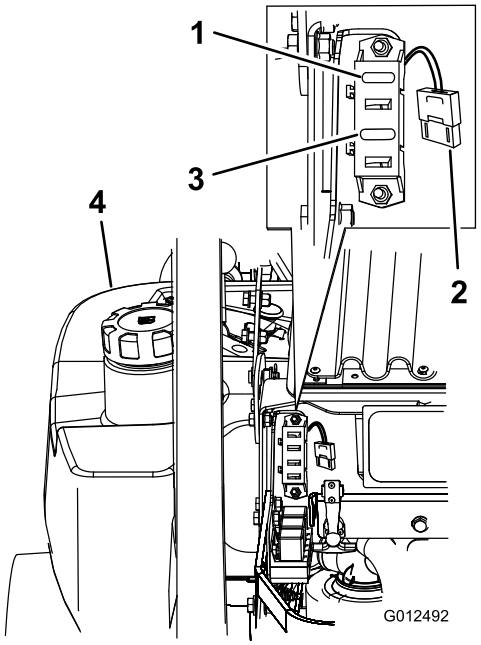

Rysunek 56
1. Aby uzyskać dostęp do uchwytu bezpiecznika, odblokuj pokrywę silnika i unieś ją (Rysunek 56).
3. Włóż nowy bezpiecznik (Rysunek 56).